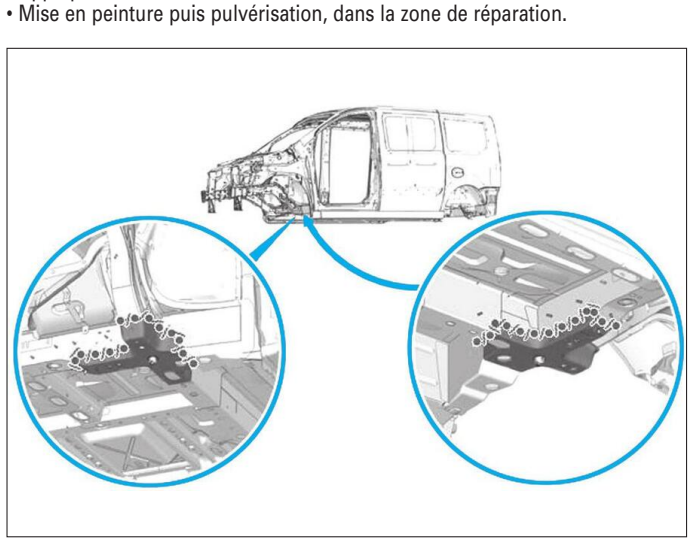

**FIG. 4**
• Appliquer une couche d'impression phosphatante sur la zone mise à nue **(Fig.4)**.